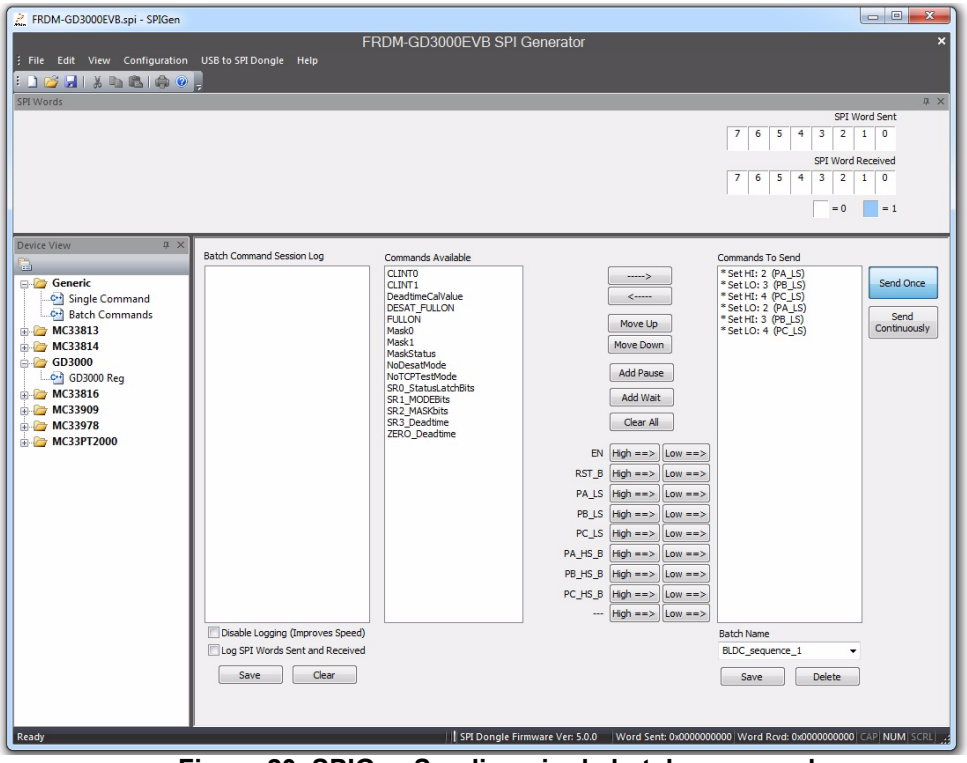
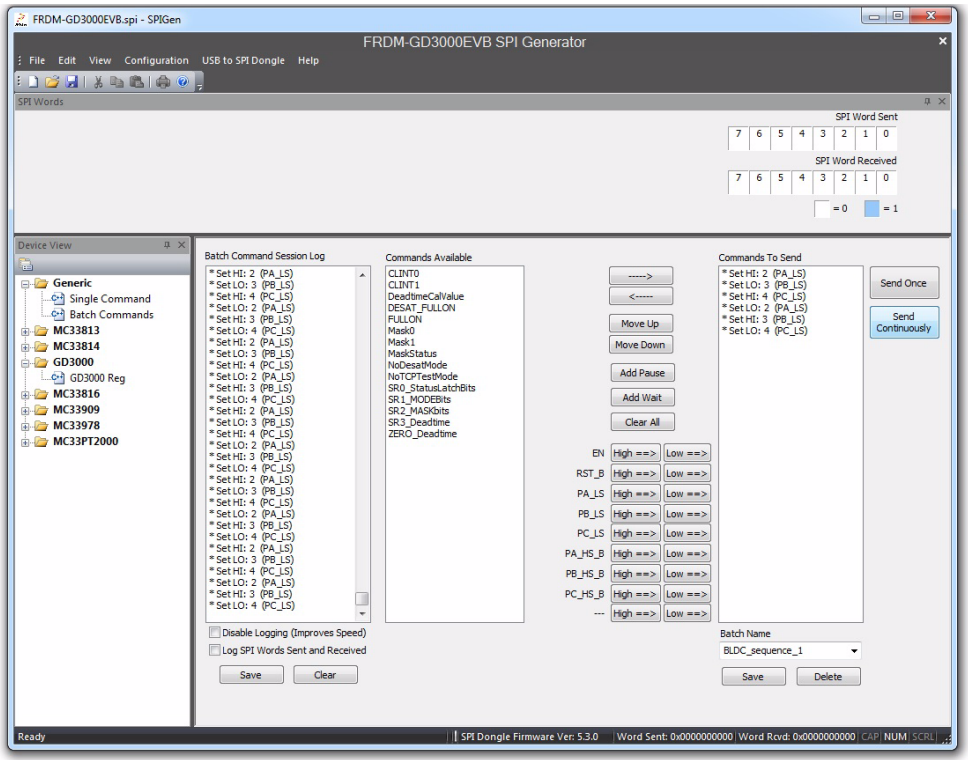

Figure 20. SPIGen Sending single batch commands
Figure 21. SPIGen sending batch commands continuously
4. Once selected, the batch command can be sent once (Figure 20) or continuously (Figure 21).